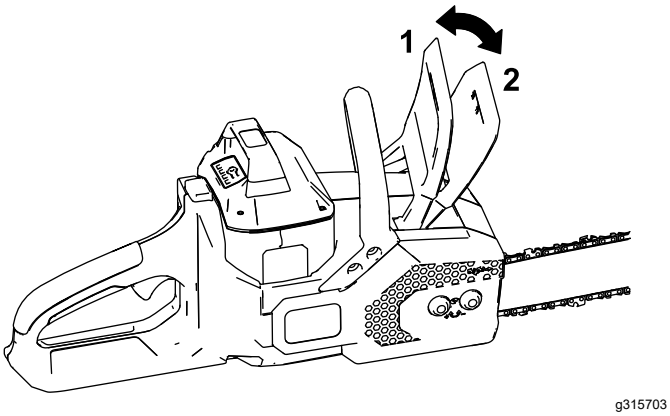

Figura 9
6. Asegúrese de que el freno de la cadena esté en la posición de MARCHA (Figura 9).
Cuando no vaya a utilizar la sierra o cuando la transporte desde o hacia el área de trabajo, mueva el freno de la cadena a la posición de PARADA (Figura 9) y retire la batería.